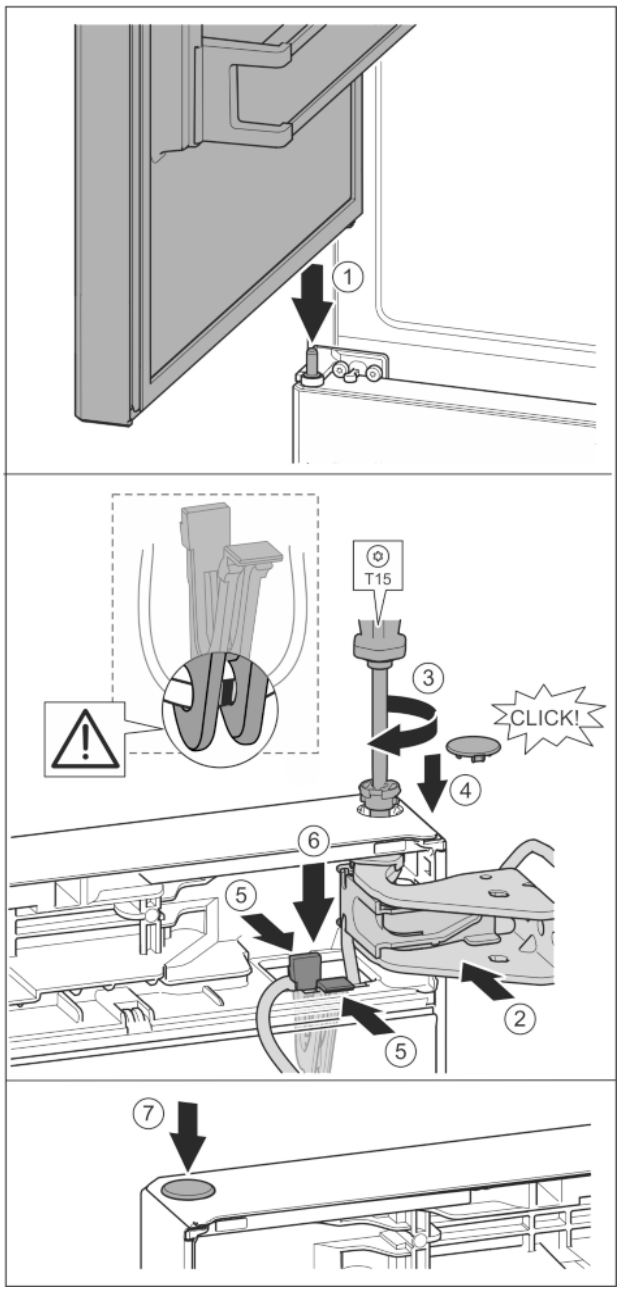

Fig. 41
▶ Mettre la porte supérieure sur l'axe de palier du milieu *Fig. 41 (1)*
▶ Orienter la porte en haut pour l'ouverture dans le support de palier. *Fig. 41 (2)*
▶ Poser le boulon et le visser avec un tournevis T15. *Fig. 41 (3)*
▶ Monter le cache de sécurité pour sécuriser la porte : Mettre en place le cache de sécurité et vérifier qu'il repose sur la porte. Sinon, enfoncer à fond le boulon. *Fig. 41 (4)*
▶ Placer le support avec le câble attaché dans l'ouverture. *Fig. 41 (5)*
▶ Appuyer sur le support vers le bas jusqu'à ce que la languette s'enclenche. *Fig. 41 (6)*
▶ Mettre le bouchon en place. *Fig. 41 (7)*